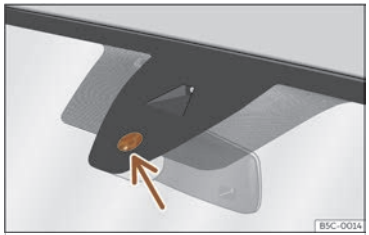

Fig. 96 Sensitive surface of the rain sensor.
The possible causes of anomalies and erroneous interpretations *in the sensitive surface area* ››› **Fig. 96** of the rain sensor are, among others:
- **Dirt**: dry dust, wax, coating on glass (Lotus effect) or traces of detergent (car wash) may reduce the effectiveness of the rain sensor or make it react more slowly, later or not at all. Regularly clean the sensitive surface of the rain sensor ››› **Fig. 96** (arrow) and check for possible damage to the wiper blades.